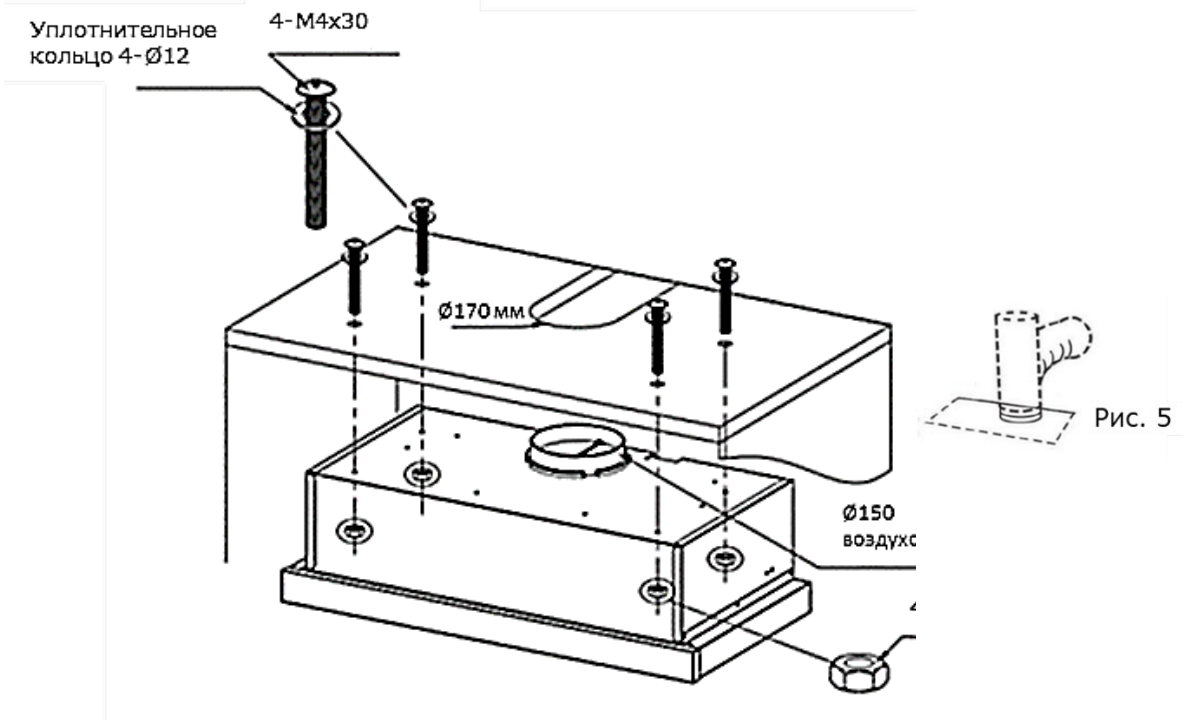

Рис.4
3. Закрепите вытяжку в шкафу с помощью винтов и плоских шайб (рис. 4).